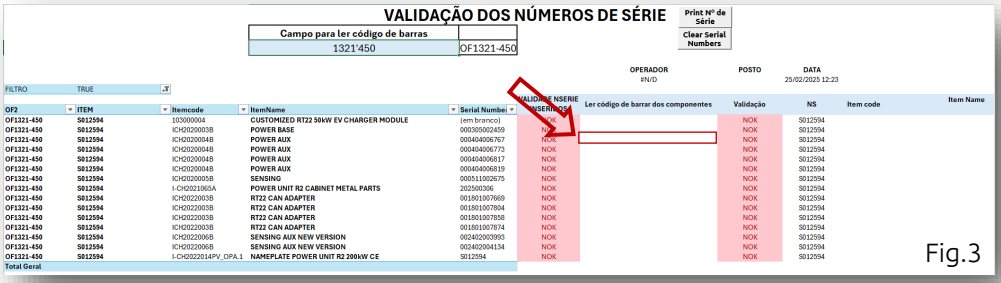

Fig.3
- Colocar o cursor na zona "Ler código de barras dos componentes" tal como assinalado na fig.3 e "picar" o código de barras de cada componente serializado, fig.4